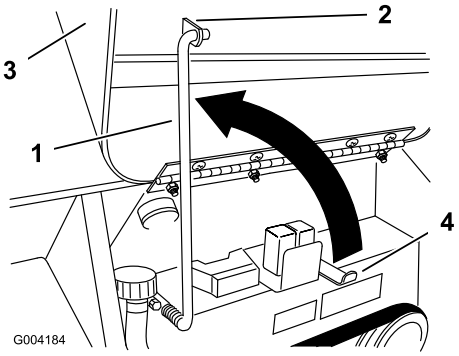

**Figuur 26**
4. Klap de steunstang omhoog en zet de stang vast in de beugel op de motorkap (Figuur 26).